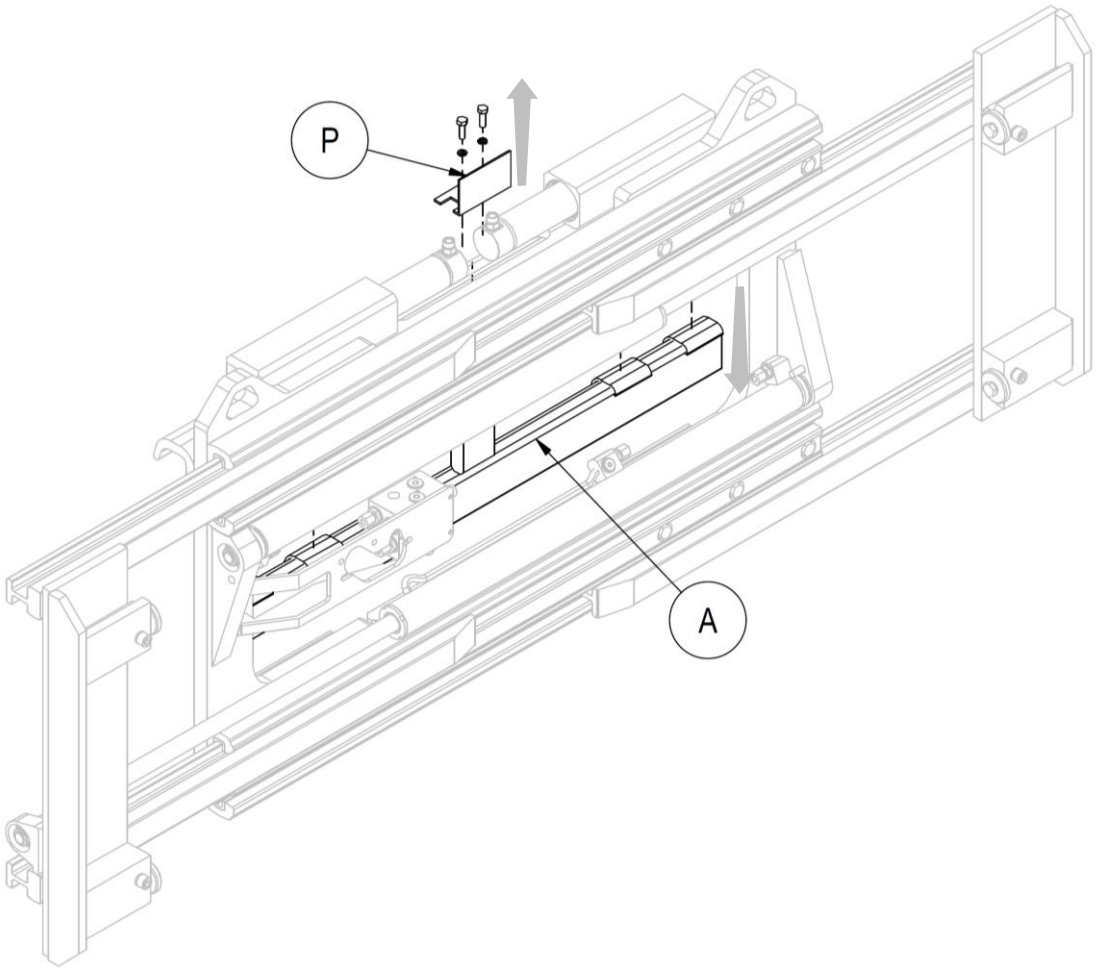

Figura 26
7. Referirse a la *Figura 26*.